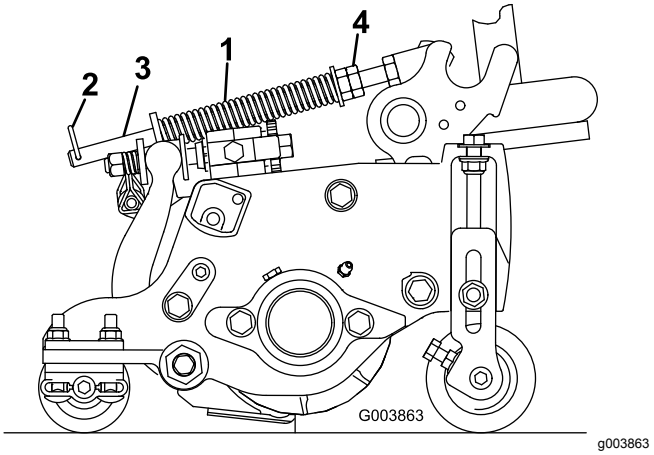

Figur 15
Dekkekompenseringsfjæren (Figur 15) overfører også vekt fra den fremre til den bakre valsen. Dette er med på å redusere bølgemønsteret i gresset, også kjent som "ondulering".
1. Kontroller at hårnålssplinten er installert i det bakre hullet på enden av stangen (Figur 15).
2. Stram til sekskantmutteren foran på fjærstangen inntil den komprimerte lengden på fjæren er 15,9 cm (Figur 15)